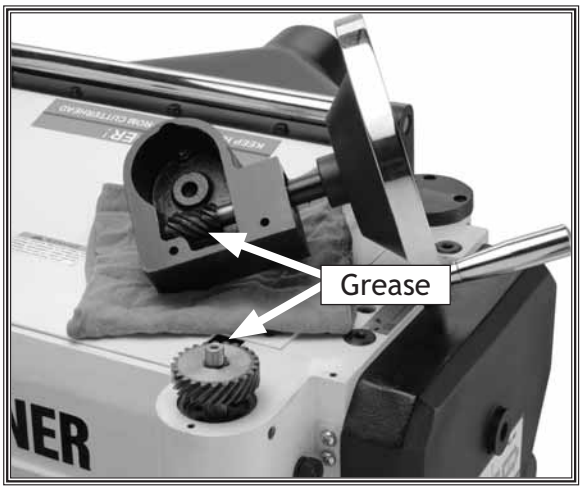

Figure 21. Worm gear lubrication.
- **Worm Gear**: Inspect the worm gear monthly and lubricate when needed. The worm gear box will need to be removed to perform the inspection (see **Figure 21**).